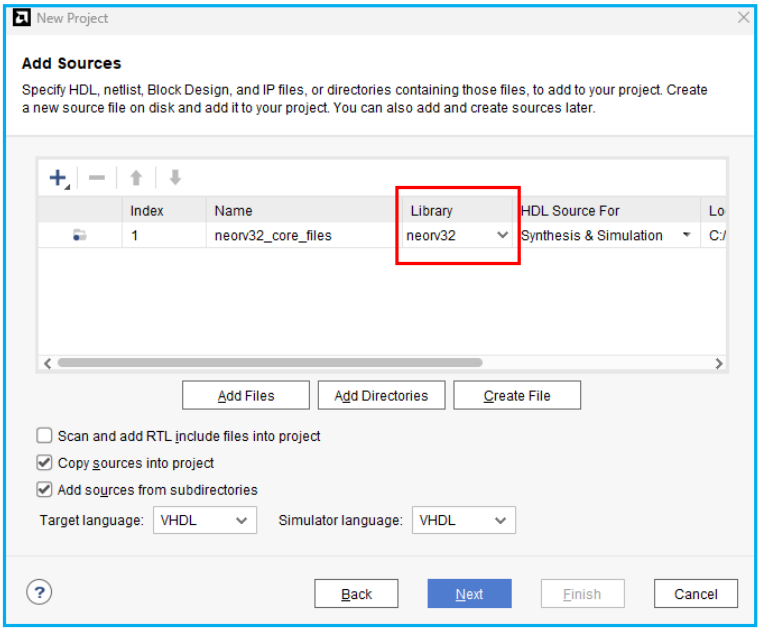

Fig.8. Cambio a `neorv32` del campo `Library` para el caso de `Add Directories`, en este caso solo es necesario cambiarlo una vez.
11. Ahora para renombrar el campo `Library` como `neorv32` basta con hacerlo una solo vez (Fig.8). Pulsamos en `Next` para continuar. Si se hubiera olvidado cambiar la librería, se podría modificar más adelante.